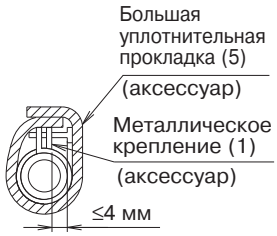

Рис. 12
Руководствуясь рисунком ниже, заизолируйте металлический зажим (1) и дренажный шланг (2) с помощью большой уплотнительной прокладки (5). **(См. рис. 12)**